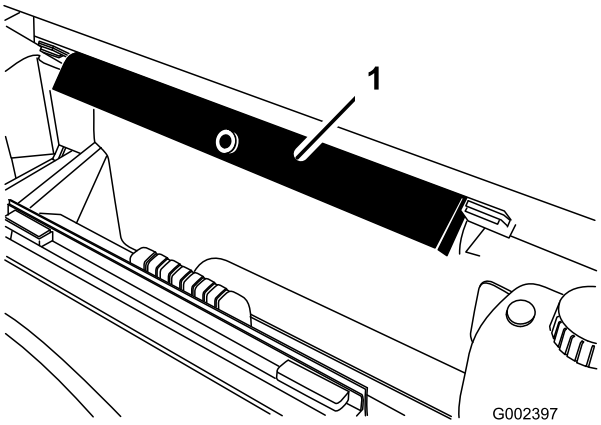

Figuur 12
2. Verwijder de veiligheidssteun van de opberghaken op de achterkant van het paneel van de rolbeugel (Figuur 12).